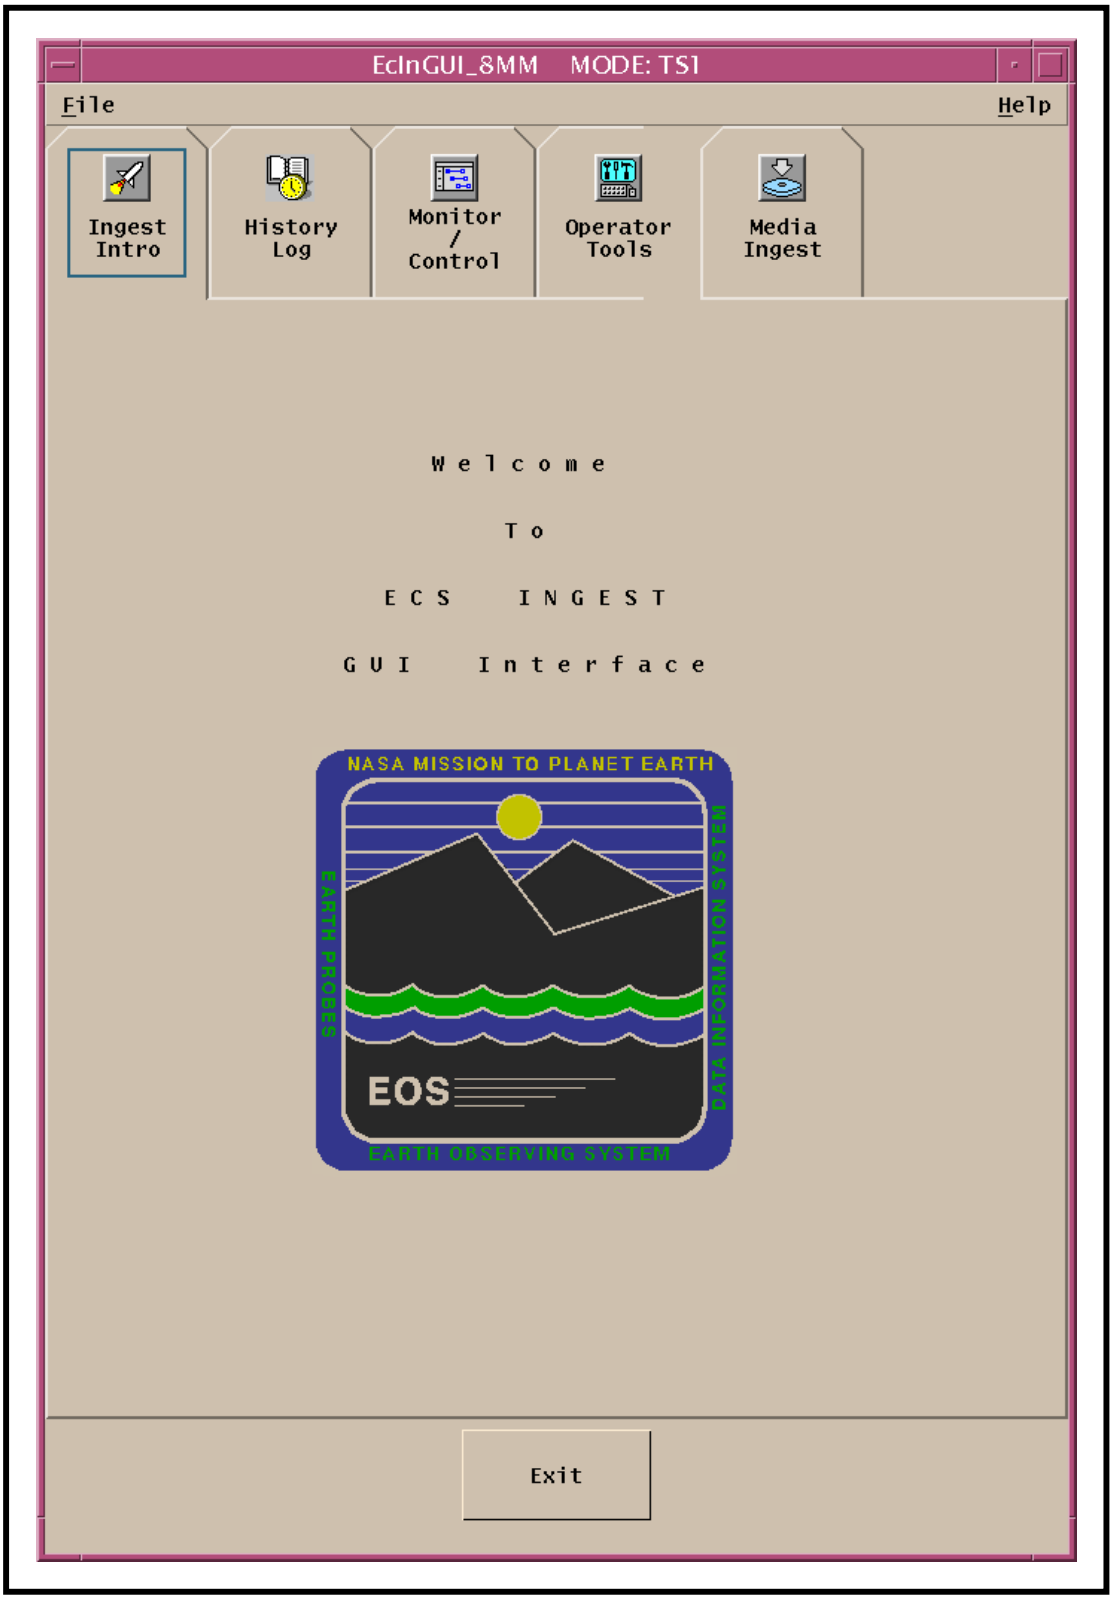

Figure 6. ECS Ingest GUI Intro Screen
The **ECS Ingest** tool, illustrated in Figure 6, has five major functional areas accessible through tab selection:
- The **ECS Ingest** GUI **Ingest Intro** screen (Figure 6) is displayed.